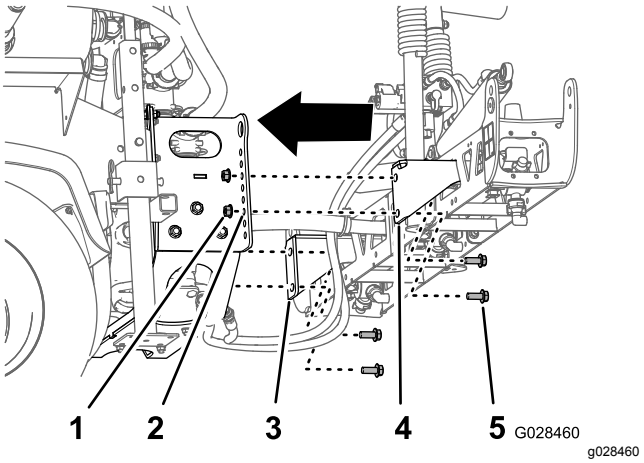

**Figur 29**
2. Rett inn det nederste hullet i monteringsbrakettene til den midtre bommen med det tredje hullet fra bunnen av i bomstøttene på sprederens gliderramme, som vist i Figur 29.